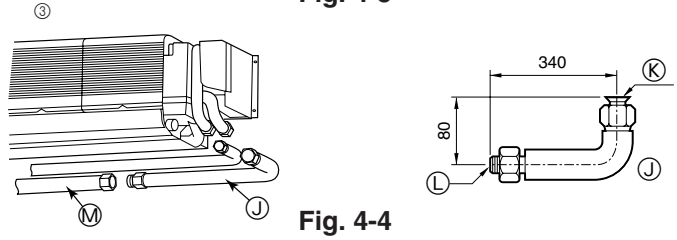

Fig. 4-4
③ Tuyau de connexion en L (pour le tuyau de gaz) (Fig. 4-4)